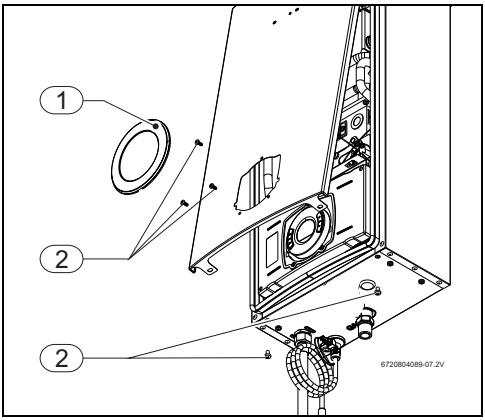

Рис. 19 Снятие облицовки
- Слегка потяните панель вперёд (рис. 19, [1]), чтобы снять её с водонагревателя.
- Отверните 5 крепёжных винтов облицовки (рис. 19, [2]).